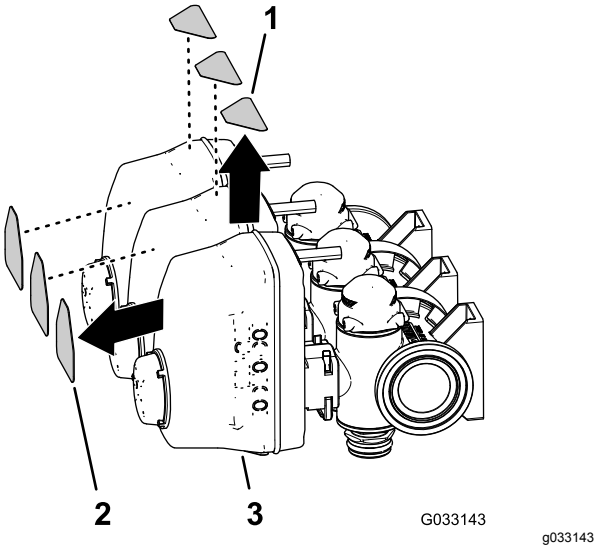

**Figur 61**
4. Fjern de tre bomventilmærkater og de tre omløbsjusteringsmærkater (Figur 61).